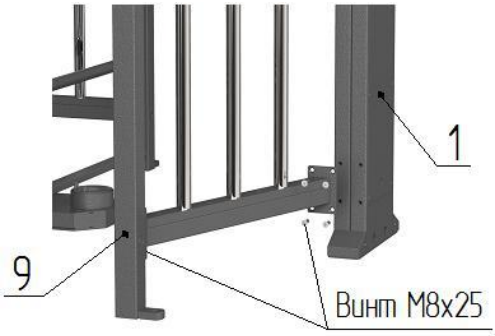

Рис. 4
– к боковым плоскостям стойки крыла прохода **1** и **2** установите ограждения **9** и **10** (предварительно заведите в отверстия стойки крыла прохода провода световых индикаторов **12**, кабели заземления) и закрепите винтами М8х25 (рис.4);